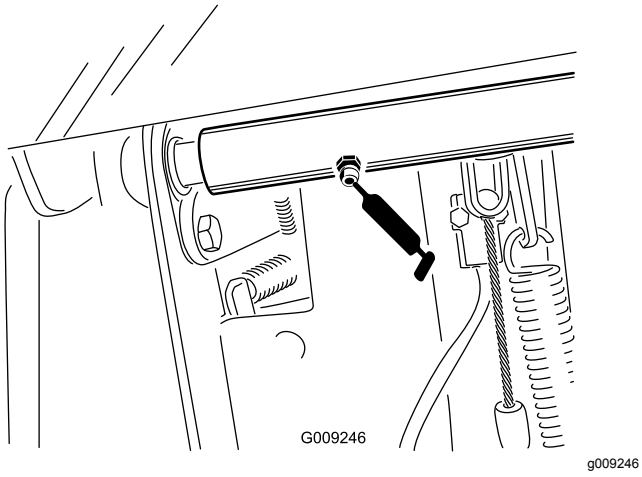

Figuur 59
- Scharnieraslagers van rempedaal (2) (Figuur 59)